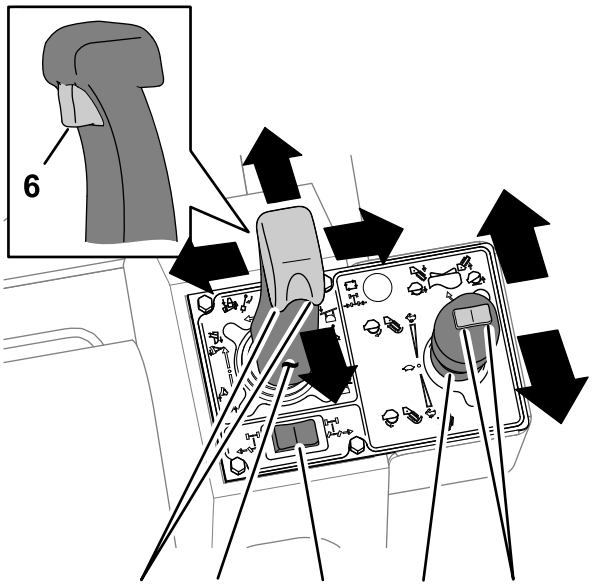

Рисунок 15
- Переместите джойстик вперед, чтобы опустить отвал обратной засыпки или вибрационный плуг, или переместите джойстик назад, чтобы поднять отвал обратной засыпки или вибрационный плуг (Рисунок 15).
- Переместите джойстик влево, чтобы наклонить отвал обратной засыпки влево, или переместите джойстик вправо, чтобы наклонить отвал обратной засыпки вправо (Рисунок 15).
– Переведите клавишный переключатель влево, чтобы повернуть отвал обратной засыпки влево, или переведите клавишный переключатель вправо, чтобы повернуть отвал обратной засыпки вправо (Рисунок 15).
– Переведите клавишный переключатель влево, чтобы направить вибрационный плуг влево, или переведите клавишный переключатель вправо, чтобы направить вибрационный плуг вправо (Рисунок 15).
- Нажмите триггер на джойстике, чтобы включить плавающий режим отвала обратной засыпки вверх и вниз (Рисунок 15).
- Для включения вибрации отвала плуга переместите джойстик назад (Рисунок 15).
- Для увеличения вибрации переместите джойстик еще дальше назад (Рисунок 15).
- Верните джойстик в положение «Нейтральное», чтобы снизить и остановить вибрацию (Рисунок 15).
- Переместите джойстик вперед, чтобы включить движение цепи траншеекопателя в прямом направлении (Рисунок 15).
- Для увеличения скорости движения цепи переместите джойстик еще дальше вперед (Рисунок 15).
- Переместите джойстик в положение «Нейтральное», чтобы остановить цепь траншеекопателя (Рисунок 15).
- Для опускания стрелы навесного орудия нажмите на переключатель влево (Рисунок 15).
- Для подъема стрелы навесного орудия нажмите на переключатель вправо (Рисунок 15).